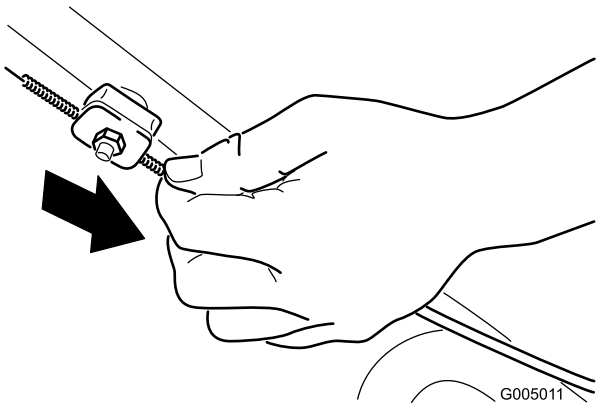

Figur 30
2. Dra nedåt (mot maskinen) tills kabeln är sträckt (Figur 30).